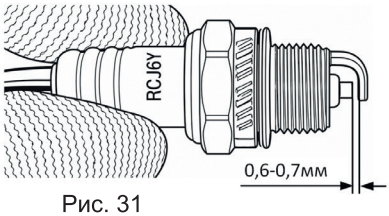

Рис. 31
4. Очистите электроды свечи зажигания металлической щеткой. Проверьте зазор между электродами. Он должен составлять 0,6 – 0,7 мм. (Рис. 31).